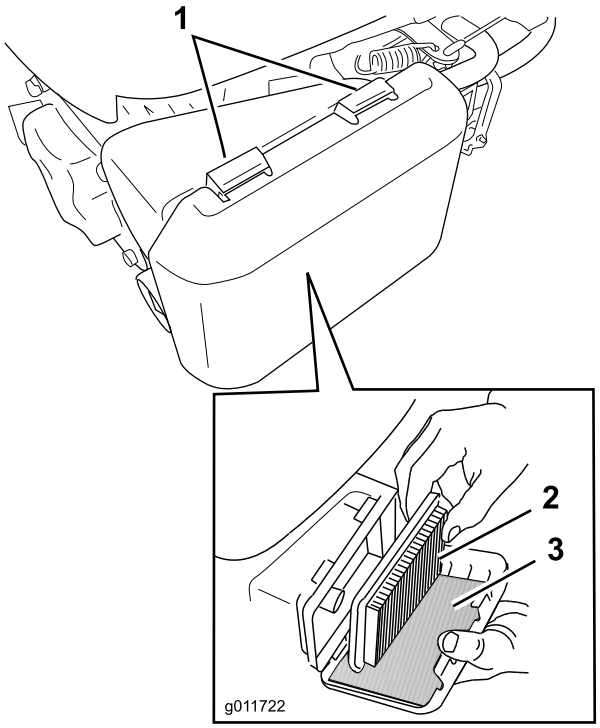

Figura 19
1. Presione hacia abajo los cierres de la parte superior de la tapa del limpiador de aire (Figura 19).
3. Retire el filtro de aire de papel y el pre-filtro de gomaespuma (Figura 19).